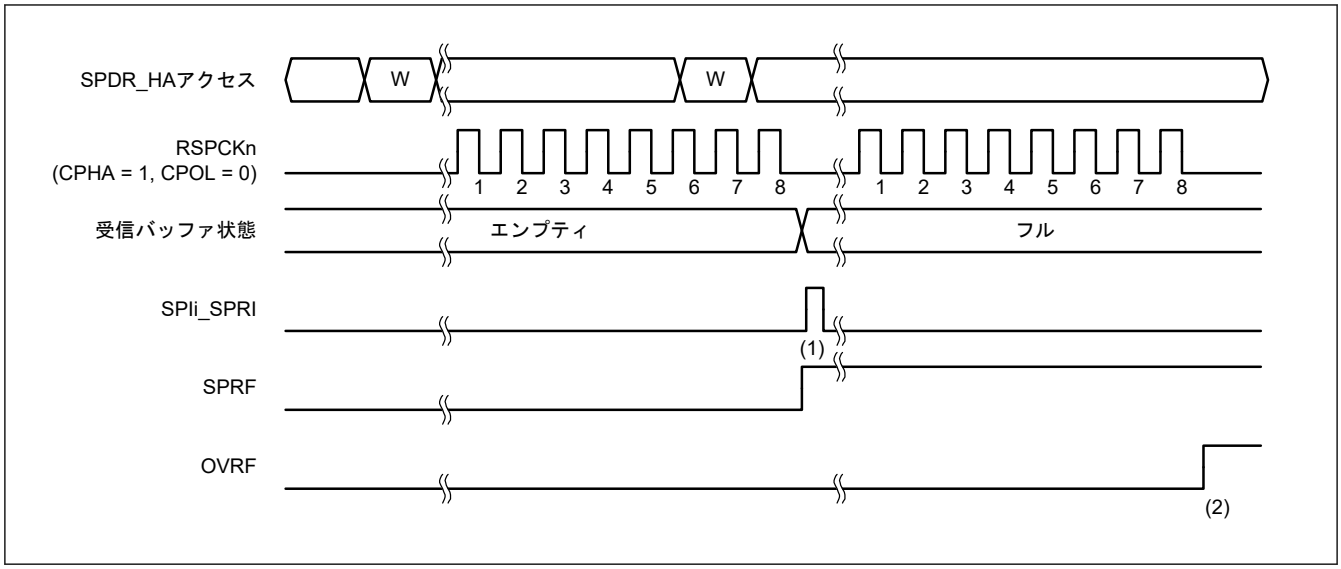
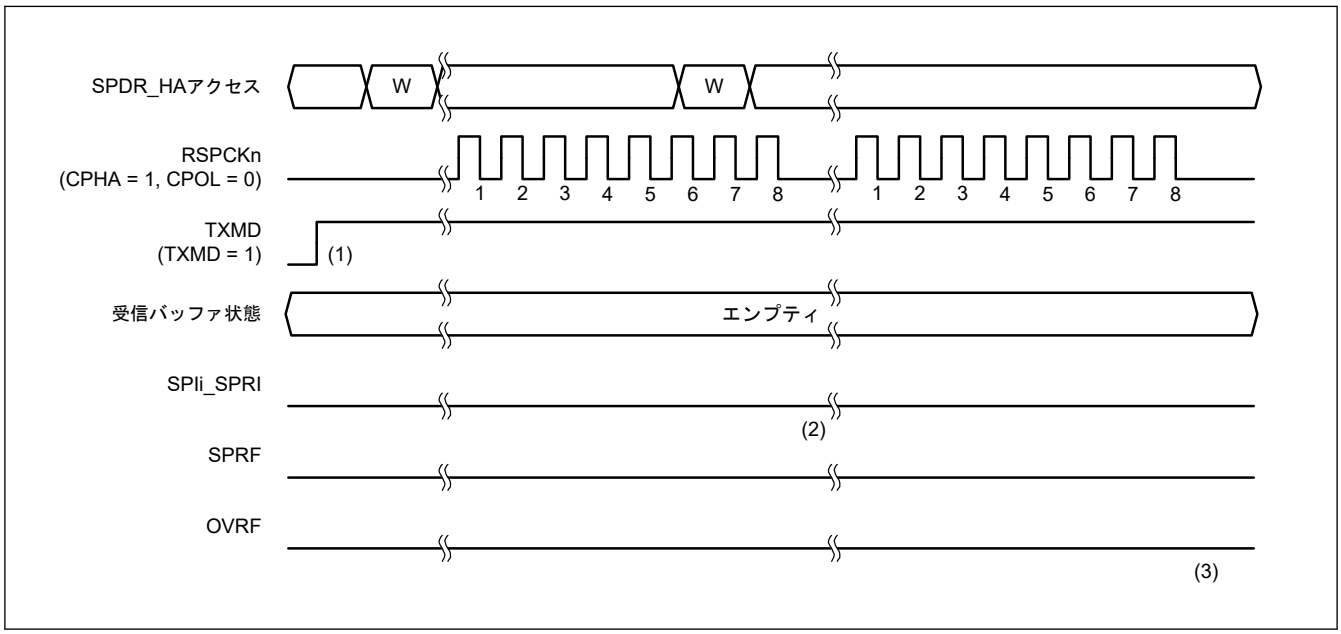
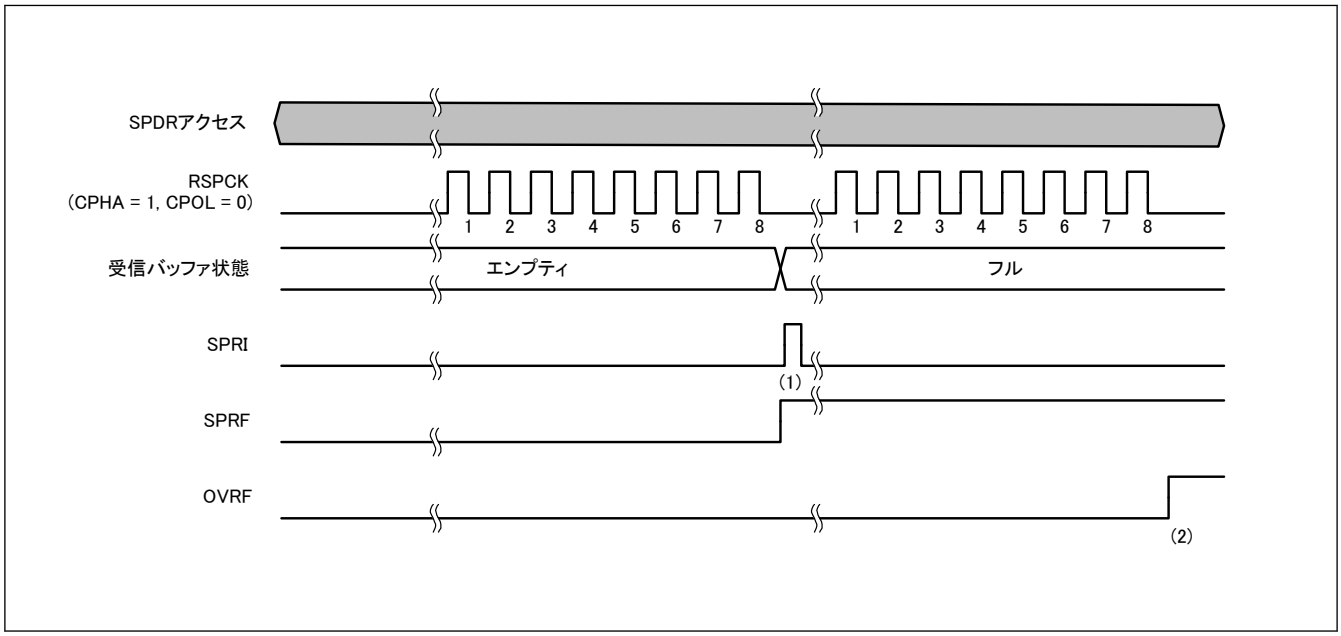

図 30.26 SPCR3.ETXMD = 0 かつ SPCR.TXMD = 0 の動作例
図 30.27 SPCR3.ETXMD = 0 かつ SPCR.TXMD = 1 の動作例
図 30.28　MSTR = 0 かつ ETXMD = 1 の場合の動作例
通信動作モード選択ビット (SPCR.TXMD) の設定により、全二重同期式シリアル通信または送信のみの動作が選択できます（拡張通信モード選択ビット (SPCR3.ETXMD) が 0 の場合）。SPCR3.ETXMD ビットが 1 の場合、スレーブモード (SPCR.MSTR = 0) で SPI の動作は受信専用です。これは SPCR.TXMD ビットが SPI の動作に影響を及ぼさないためです。図 30.26、図 30.27、および図 30.28 に記載したレジスタアクセスは、SPDR/SPDR_HA レジスタへのアクセスの条件を示します。W は書き込みサイクルを示します。
図 30.26 に、SPI コントロールレジスタ 3 (SPCR3) の拡張通信モード選択ビット (ETXMD) を 0、通信動作モード選択ビット (SPCR.TXMD) を 0 にした場合の動作例を示します。この例では、SPDCR.SPFC[1:0]ビットが 00b、SPCMDm.CPHA ビットが 1、SPCMDm.CPOL ビットが 0 の設定で、SPI が 8 ビットのシリアル転送を実行しています。RSPCKn 波形の下に記載した数字は、RSPCK サイクル数（= 転送ビット数）を示しています。
以下に、図 30.26 の (1)、(2) に示したタイミングでのフラグ動作を説明します。
図 30.27 に、SPI コントロールレジスタ 3 (SPCR3) の拡張通信モード選択ビット (ETXMD) を 0、通信動作モード選択ビット (SPCR.TXMD) を 1 にした場合の動作例を示します。この例では、SPDCR.SPFC[1:0]ビットが 00b、SPCMDm.CPHA ビットが 1、SPCMDm.CPOL ビットが 0 の設定で、SPI が 8 ビットのシリアル転送を実行しています。RSPCKn 波形の下に記載した数字は RSPCK サイクル数（= 転送ビット数）を示しています。
以下に、図 30.27 の (1)～(3) に示したタイミングでのフラグの動作内容を説明します。
図 30.28 に、SPI コントロールレジスタ (SPCR) の SPI マスタ／スレーブモード選択ビット (MSTR) を 0 に設定し、SPI コントロールレジスタ 3 (SPCR3) の拡張通信モード選択ビット (ETXMD) を 1 に設定した場合の動作例を示します。SPI データコントロールレジスタ (SPDCR) の SPFC[1:0]ビット = 00b、SPI コマンドレジスタ (SPCMD) の CPHA ビット = 1、SPCMD の CPOL ビット = 0 の設定で、SPI が 8 ビットデータシリアル転送をする例を図 30.28 に示します。RSPCK 波形の下の番号は、RSPCK 周期の番号（転送ビットの番号）を示しています。